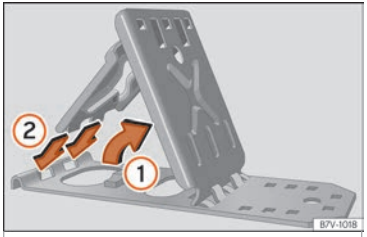

Fig. 103 To unfold the foldable wedges.
- Lift the base plate ››› Fig. 103 ①.
- Insert the two "tabs" of the mounting plate into the long openings on the base plate ②.